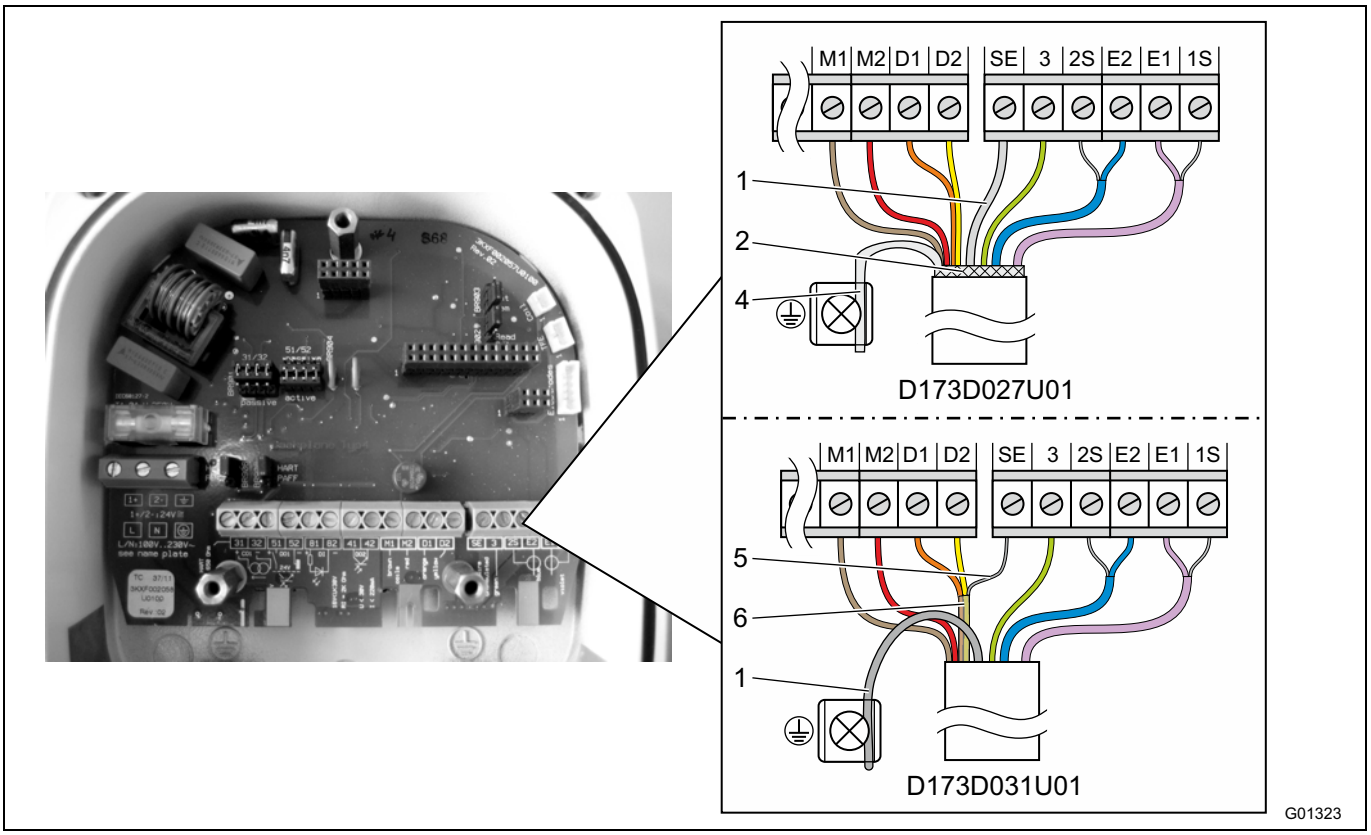

Afb. 29: Meetomvormerzijde, maten in mm (inch)
Het kabeluiteinde voor de meetomvormer monteren zoals afgebeeld in Afb. 29.
- Alle andere aders aansluiten zoals afgebeeld in Afb. 29.